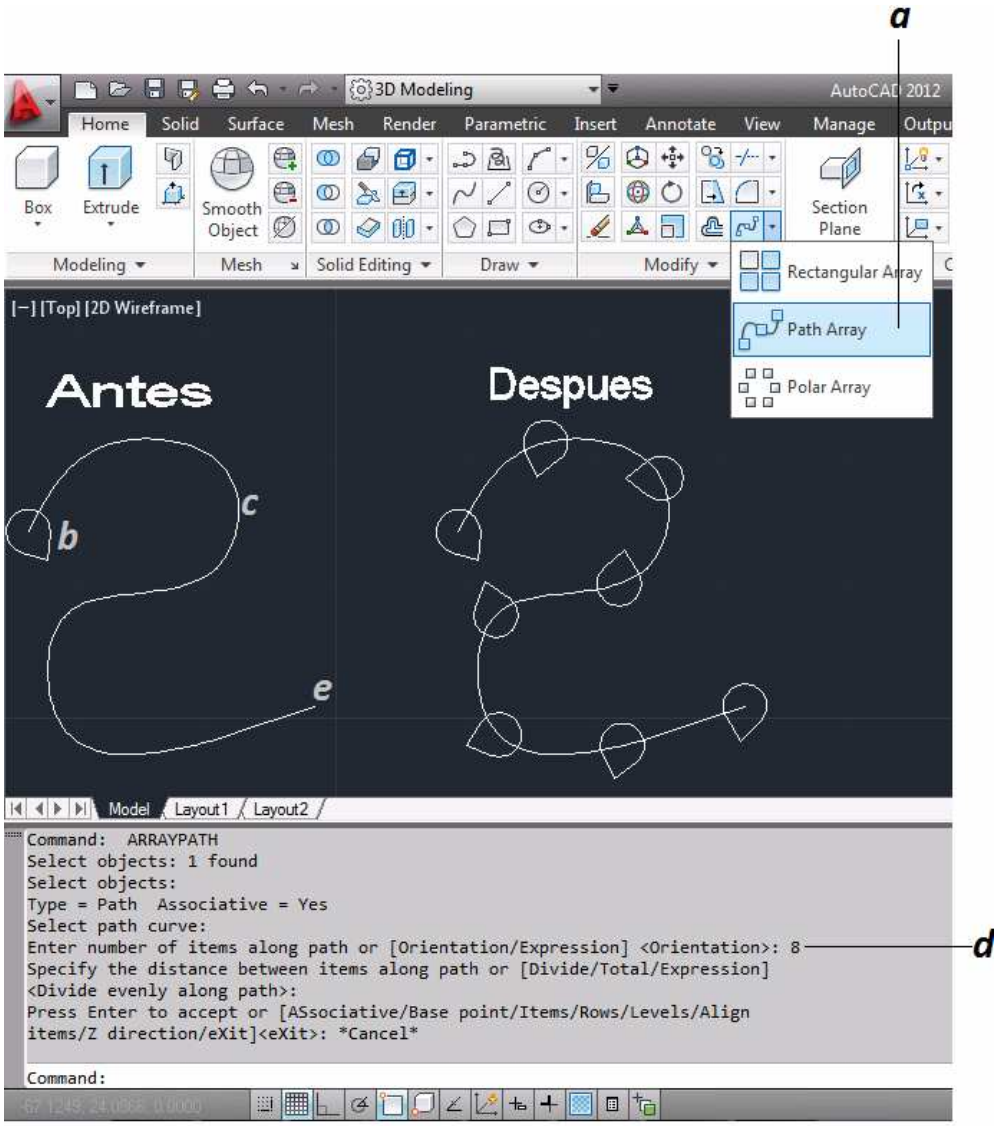

Figura 3.35 Modificacion de Entidades "Repeticion por Ruta"
a. Se selecciona el icono Matriz o Repetición por Ruta *(figura 3.35)*.
b. Se selecciona el objeto que se desea copiar y enter *(figura 3.35)*.
c. Se selecciona la línea que será la ruta por donde se copie el objeto *(figura 3.35)*.
d. Se introduce 8 que será el número de copias deseadas y enter *(figura 3.35)*.
e. Se pide la distancia que tendrá cada uno de los elementos copiados, en este caso se selecciona el final de la curva *(figura 3.35)*.